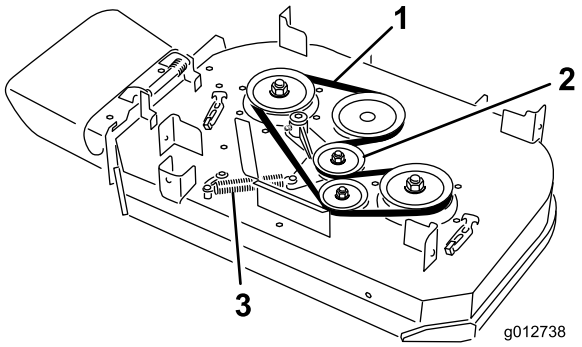

Figur 63
4. Fjern fjæren fra ankeret på lederullarmen (Figur 63).
5. Fjern den slitte klipperremmen (Figur 63).
6. Monter den nye klipperremmen rundt clutchremskiven, klippeenhetens remskriver og lederullen (Figur 63).
7. Monter fjæren på ankeret på lederullarmen (Figur 63).
6. Monter den nye klipperremmen rundt klipperremskivene og lederullen (Figur 63).
5. Fjern fjæren fra ankeret på lederullarmen (Figur 63).
6. Fjern den slitte klipperremmen (Figur 63).
7. Monter den nye klipperremmen rundt klipperremskivene, clutchremskiven og lederullen (Figur 63).
8. Monter fjæren på ankeret (Figur 63).